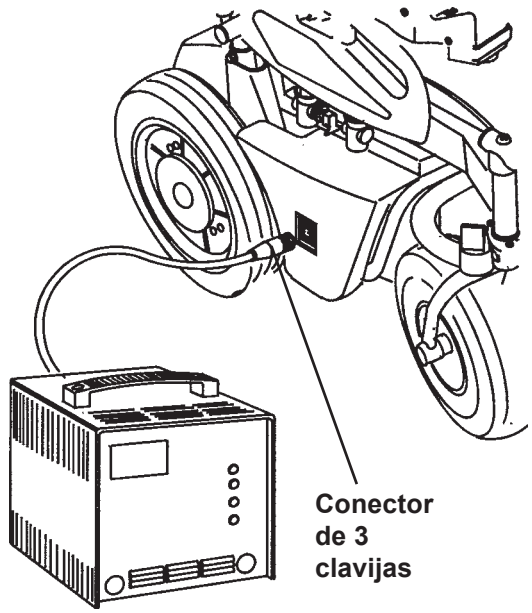

Fig. 37
1. Enchufe el conector del cargador en el punto de carga de tres clavijas ubicado en la caja de baterías de la derecha (Fig. 37).